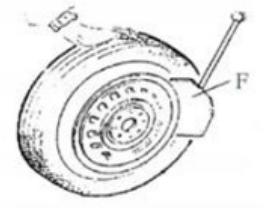

Fig 5
Para esgotar completamente o ar do pneu, coloque o pneu contra o amortecedor de borracha (S). Coloque a pá (F) contra o talão a cerca de 10 mm do rebordo da jante, como mostra a Fig. 5. Reduza a pressão no pedal do separador de talão (U) para empurrar a pá para dentro do pneu. Repita as operações acima em diferentes posições à volta do pneu e em ambos os lados do pneu até que o talão do pneu esteja completamente solto. (Fig 5.)